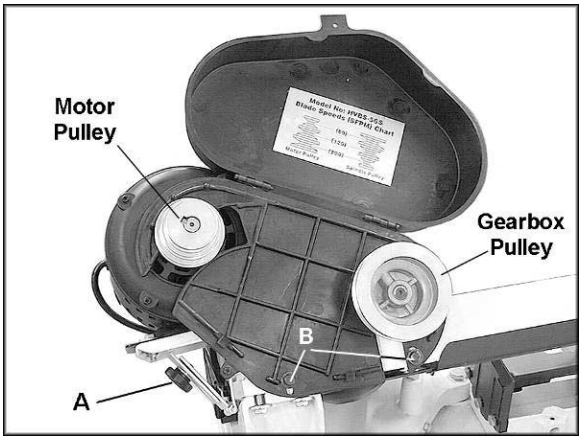

*Figure 3*
1. The knob (A, Figure 3) should be loosened so that the motor is allowed to drop freely.
2. Slide the pulley cover down over the pulley shafts as shown in Figure 3. (Slide it onto the gearbox pulley shaft first, then the motor pulley shaft.)
3. Secure the pulley cover with two 1/4-20 x 1/2" hex cap screws and flat washers (B, Figure 3) using a 10mm wrench. Use the slots to adjust the guard so that it will not interfere with the pulleys.
5. Tighten the knob (A, Figure 3).